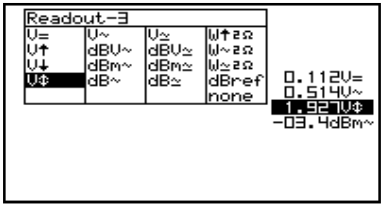

Fig 23
6. Press the cursorkeys to highlight the desired readout function for meter 3 readout. **(Fig. 23)**
6. Druk op de pijltoetsen voor het kiezen van de uitlezingfunctie van meter 3. **(fig 23)**
6. A l'aide des touches curseur choisissez la fonction désirée pour l'appareil numéro 3. **(fig 23)**